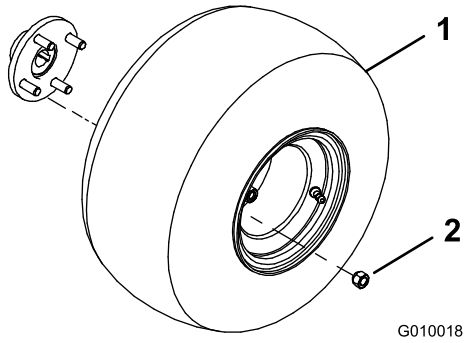

**Figur 3**
2. Montera hjulen på de bakre hjulnaven (Figur 3).
3. Montera hjulmuttrarna (Figur 3) och dra åt dem till 61–75 Nm.